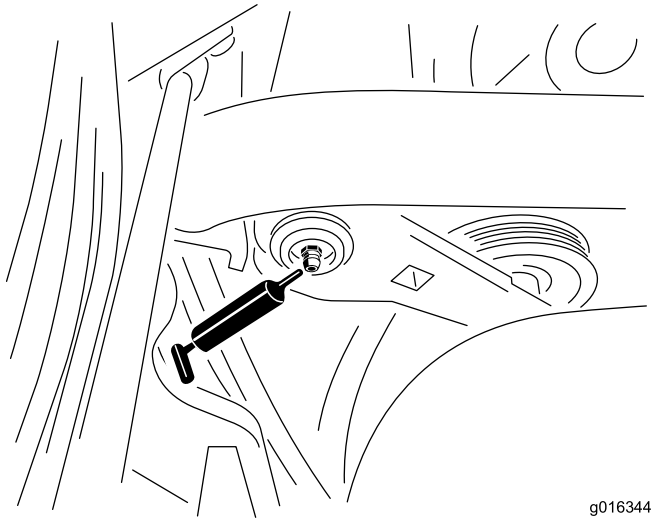

**Figur 43**
1. Tørk av smøreniplene slik at fremmedmateriale ikke kan komme inn i lagrene eller hylsene (Figur 43).